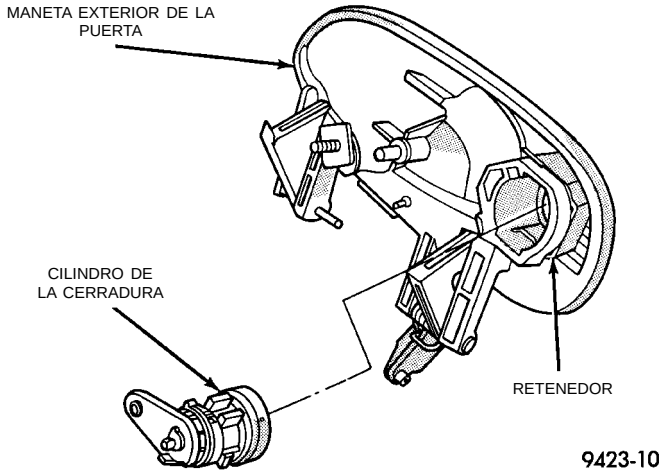

Fig. 29 Cilindro de la cerradura de la puerta
(1) Retire el panel tapizado de la puerta y el protector contra el agua.
(2) Cierre el cristal de la puerta.
(3) Desconecte la varilla de bloqueo de la puerta del pestillo.
(4) Retire el collarín que sujeta el cilindro de la cerradura a la maneta de la puerta.
(5) Extraiga el cilindro de la cerradura de la maneta de la puerta (Fig. 29).